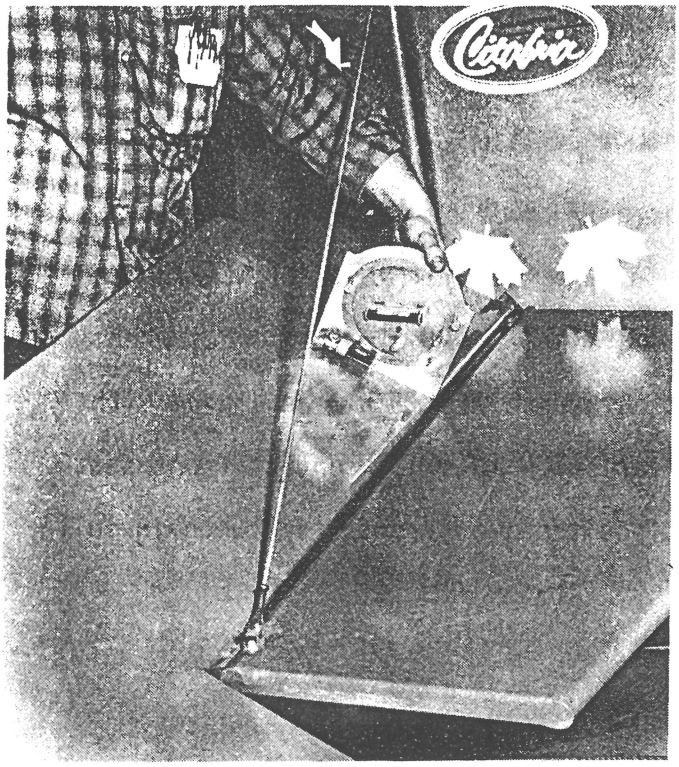

FIGURE 5-9.
c. Measure up travel (See Figure 5-9) from neutral (parallel to stabilizer). Adjust with elevator stop bolts on elevator horn.